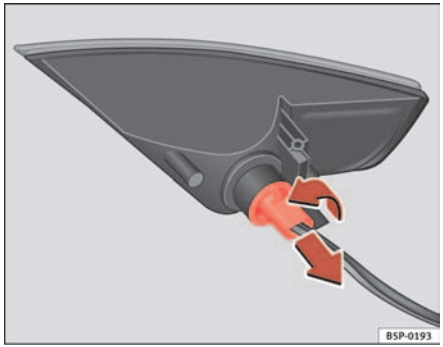

Fig. 186 Rear light after removal from bumper
– Rotate the lamp holder to the left, and remove it in the direction of the arrow. ⇒ fig. 186